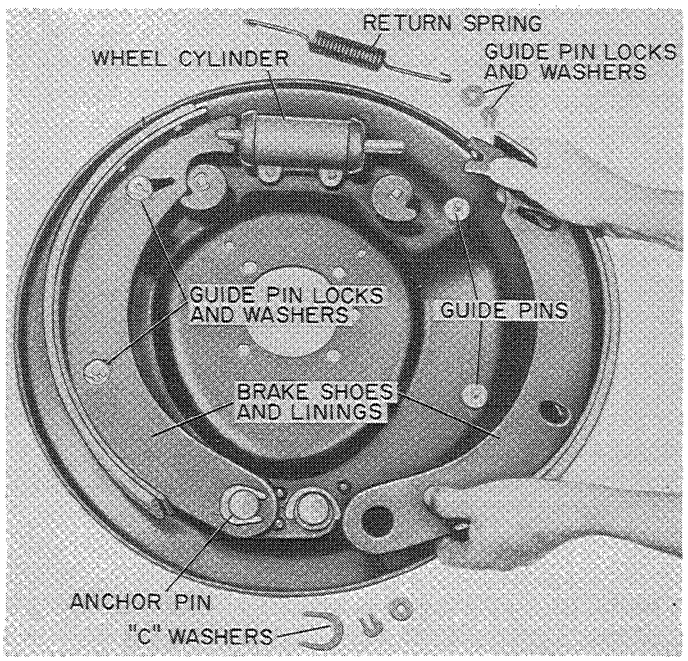

Figure W-43
1. Install the brake shoes over the guide pins and anchor pins, Figure W-43.
2. Then install new "C" washers, guide pin locks and washers, Figure W-43.
3. With the eccentric cams in the full release position the return spring can be hooked into the shoes, Figure W-43.